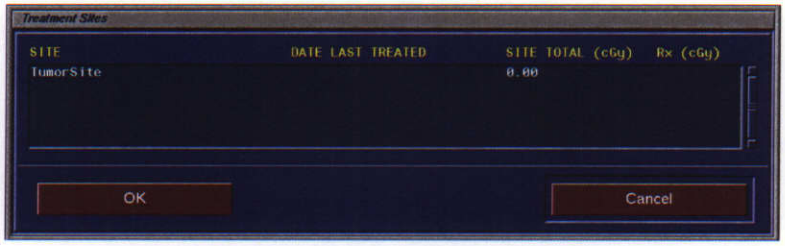

**Figure 2 Treatment Sites Menu**
**Step 2.** The Treatment Sites (*Figure 2 Treatment Sites Menu, page 2*) and Treatment Data
After a patient has been selected from the Patients window, the Treatment Sites window (*Figure 2 Treatment Sites Menu, page 2*) appears. It contains a list of the treatable sites of the selected patient, with the site name, the date the site was last treated, the cumulative site dose in cGy and the prescribed dose.